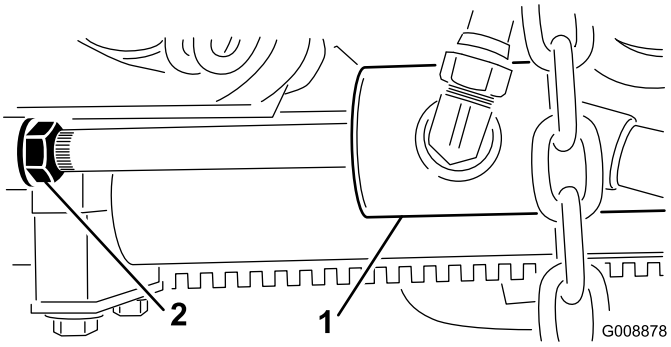

Figur 12
B. Drej kontramøtrikken på cylinderen tilbage (Figur 12).